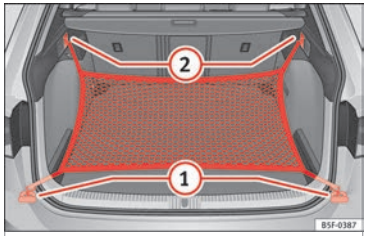

Fig. 177 En el maletero: argollas (1) y ganchos (2) para enganchar la bolsa de red (modelo LEON ST).
- Fije los ganchos cortos de la red en las argollas de amarre ››› **fig. 177** (1) ››› ⚠. La cremallera de la bolsa tiene que quedar hacia arriba.
- Fije las cintas en los ganchos para colgar bolsas (2).